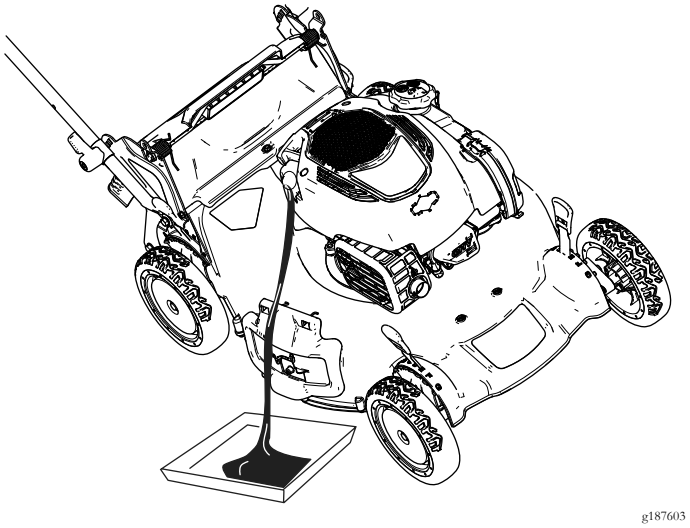

Figur 29
4. Tip maskinen over på siden (så luftfilteret vender opad), så olien kan løbe ud af oliepåfyldningsrøret (Figur 29).